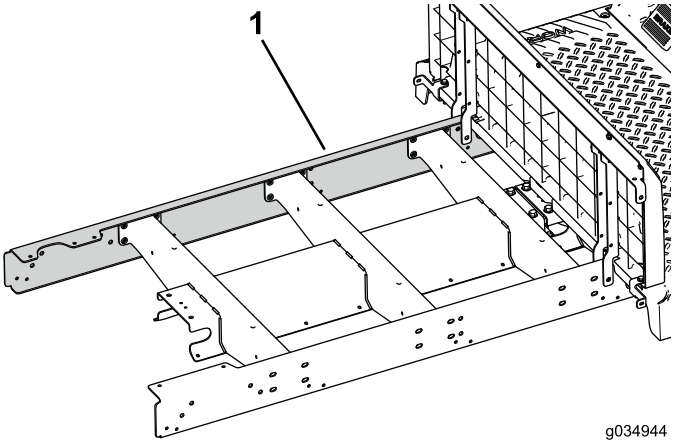

Bild 73
5. Befestigen Sie die Verlängerungsschiene lose an der linken Seite der Maschine (Bild 73).